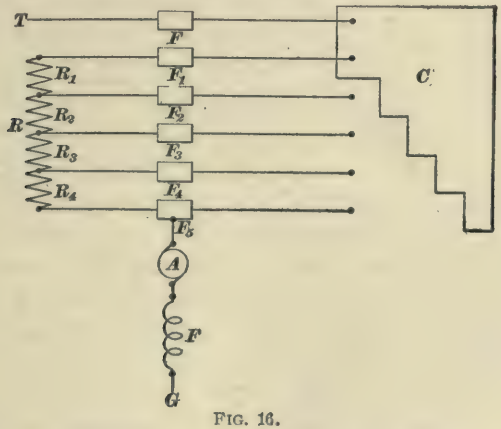

FIG. 16.
**18. Cutting Out Resistance.**—In Fig. 16 can be seen the principle of the device used for cutting out resistance:
are controller fingers, which come successively in contact with plate $C$ as the drum is turned towards them; $R_1$, $R_2$, $R_3$, $R_4$ are different parts of resistance $R$ connected to the fingers $F_1$, $F_2$, $F_3$, $F_4$, $F_5$, respectively. $A$ is the armature and $F$ the field of the motor to be controlled. In the position of Fig. 16, the drum is on the first notch, with fingers $F$ and $F_1$ in contact with plate $C$, and the course of the current is $T$–$F$–$C$–$F_1$–$R_1$–$R_2$–$R_3$–$R_4$–$F_5$–$A$–$F$–$G$. On the second notch, finger $F_1$ still touches plate $C$, but the current, rather than go through the resistance $R_1$, takes the shorter circuit $F_1$–$F_2$. Plate $C$ short-circuits the resistance between fingers $F_1$ and $F_2$. Each notch that the drum advances, a new finger is brought into action and an additional section of resistance $R$ is cut out. On notch No. 5, the path of the current is $T$–$F$–$F_5$–$A$–$F$–$G$. All resistance is cut out, leaving the motor, or whatever device the drum is controlling, across the circuit in full. When the drum is thrown to the off position, the whole resistance is again cut in, step by step, thereby reducing the current, and hence the arc, when the final break is made on fingers $F$ and $F_1$.